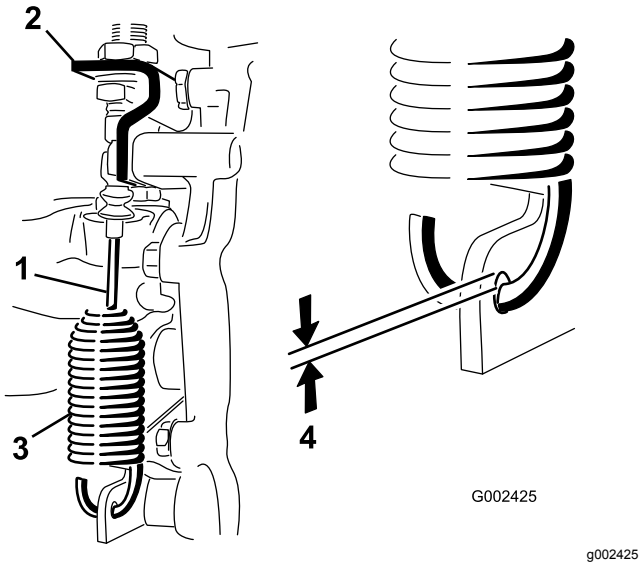

Figuur 44
2. Draai de contramoeren los waarmee de kabel van de differentieelvergrendeling vastzit aan de beugel op de transaxle (Figuur 44).